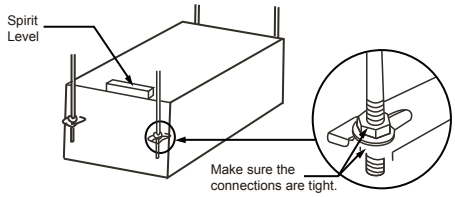

Figure 3.2
3. Use a spirit level to verify that the unit body is level. (do not tilt downwards towards the side where no water is discharged. Best is to tilt to where water is discharged). See Figure 3.2.